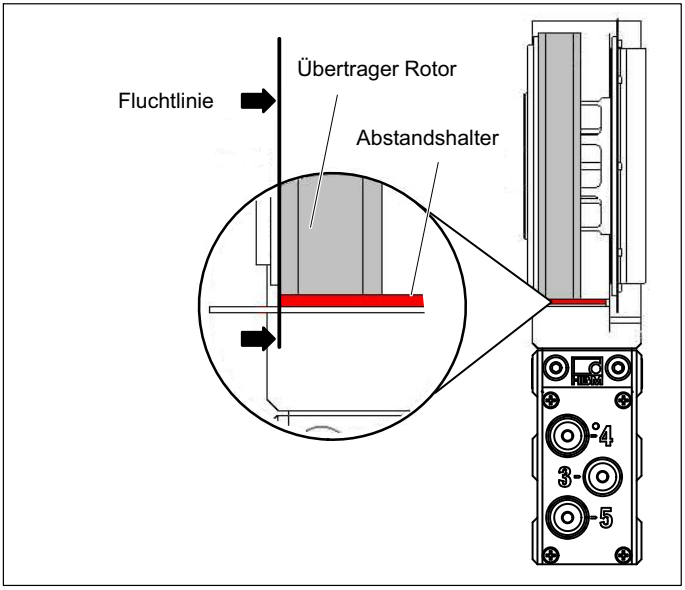

Abb. 8.16 Axiale Ausrichtung zum Rotor
5. Richten sie den Stator zum Rotor mit Hilfe der Abstandshalter axial aus. Der Rotor soll mit der Kante des roten Abstandhalters fluchten, *siehe Abb. 8.16*.